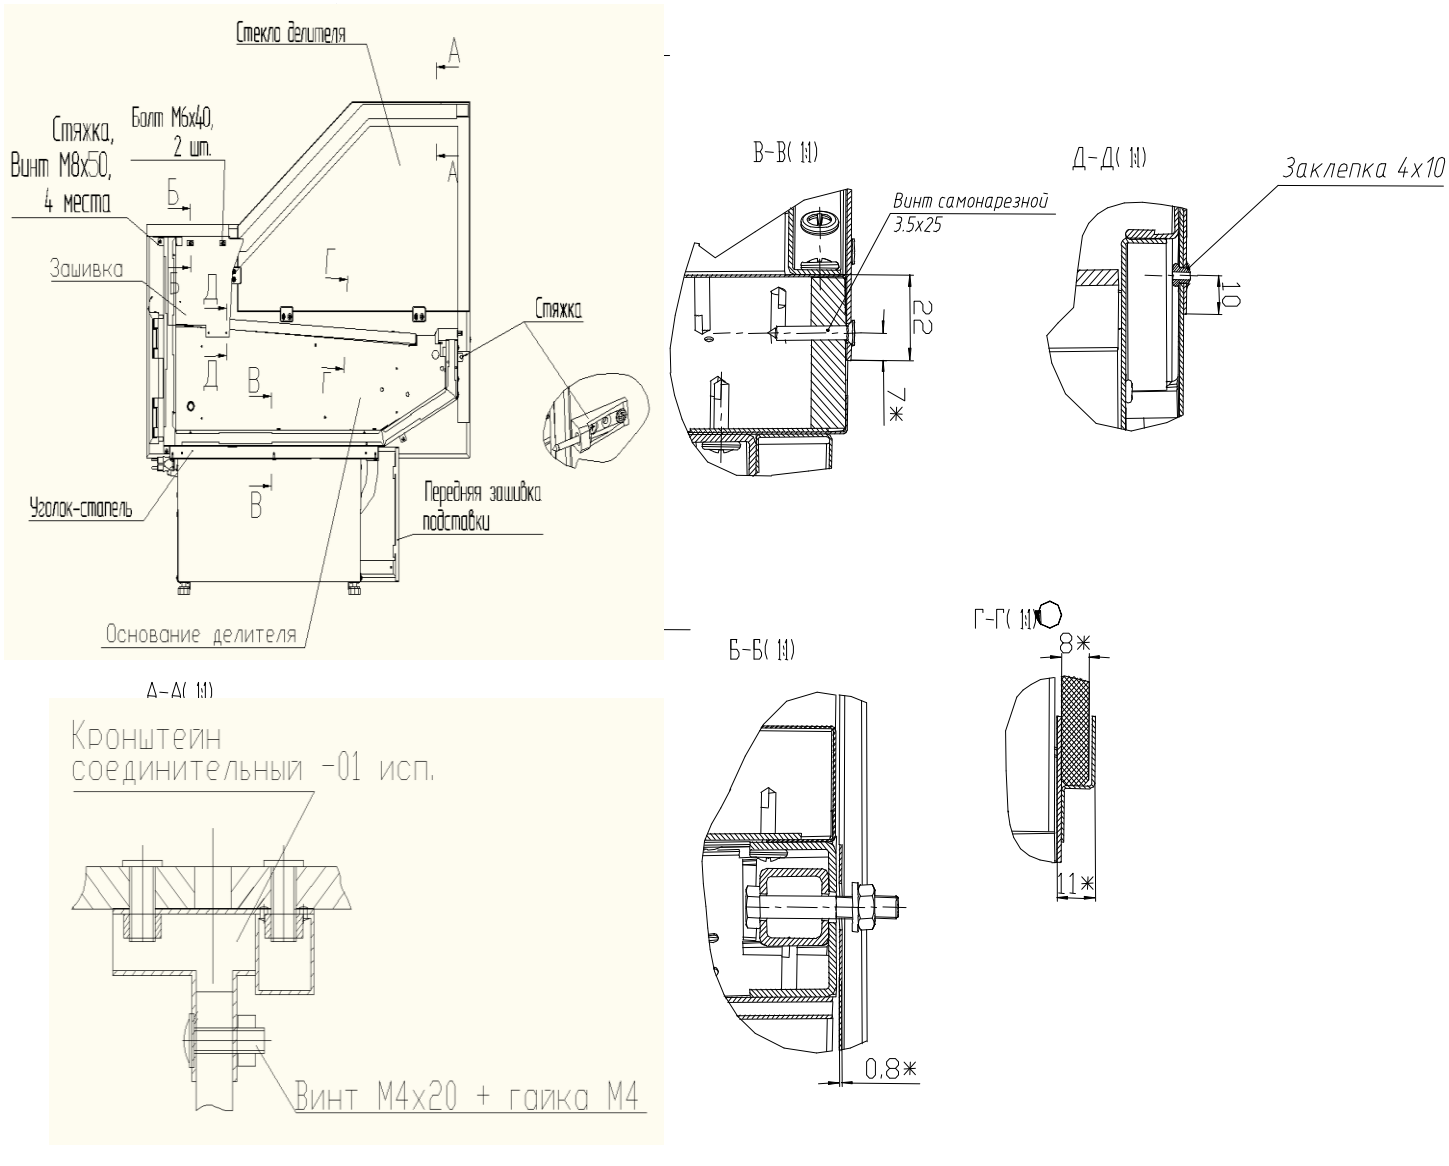

Рис.9 Схема монтажа в линию (с полнопрофильным негерметичным делителем)
Для соединения витрин в линию необходимо (см. рис. 9):
- основание делителя и зашивку прикрепить к ванне с помощью самонарезных винтов 3.5х25 (см.рис.9), выдерживая размеры, указанные на рис.9;
- зашивку приклепать к основанию делителя 2-мя заклепками 4х10 (см. разрез Д-Д, рис.9)
- установить стекло на основание делителя, сверху стекло зафиксировать держателем стекла, закрепив последний винтами М4х20 к соединительному коробу светильника (см.разрез А-А, рис.9);